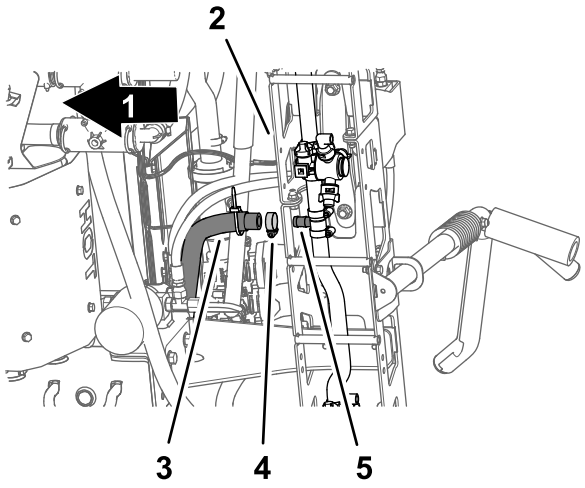

Figur 36
5. Under midtersprøjtesektionen fjernes slange-klemmen, der fastgør midtersprøjtesektionens forsyningsslange til T-stykket med modhager (Figur 36).